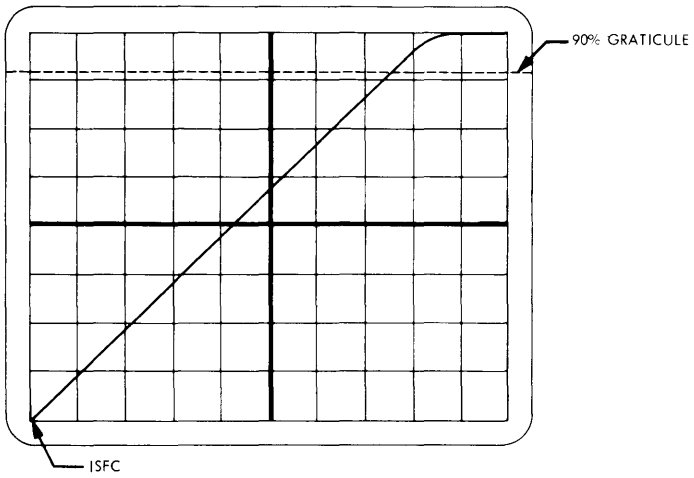

Figure 6-1. Ramp Timing (Example)
(1) Adjust the oscilloscope variable vertical (volt/div) control to display 0 to 100 percent of the ramp waveform height over the full height of the oscilloscope graticule.
(2) Adjust the trigger position to the extreme left line on the oscilloscope graticule.
(3) With the time base set to 1.0 msec/div observe that the ramp crosses the 90 percent graticule of the oscilloscope, as shown in Figure 6-1.
(4) Acceptable limits: